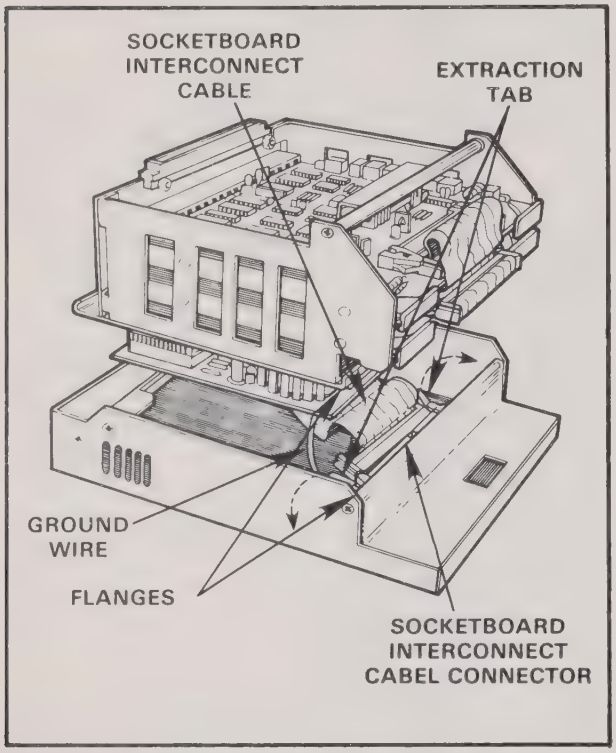

Figure 4-2. Socketboard Interconnect Cable Disconnect
5. Lift the card cage up until you can see the socket board interconnect cable and its connector (figure 4-2).
6. Flip the extraction tabs out on each side of the connector (figure 4-2).
8. Disconnect the ground wire from the socket board (see figure 4-2).
9. Plug the socket board interconnect cable into its connector on the socket board (figure 4-2).